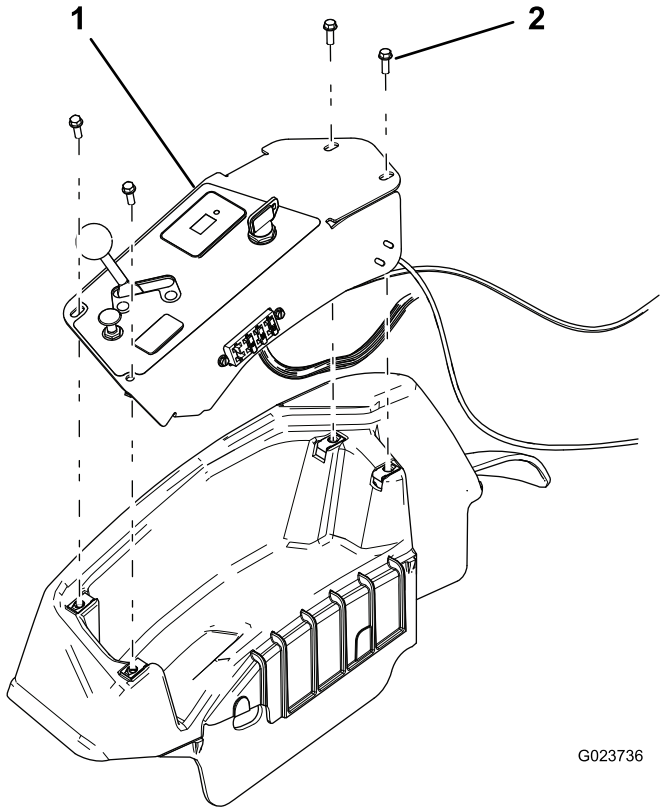

**Figur 33**
1. Ta bort kontrollpanelen (Figur 33).